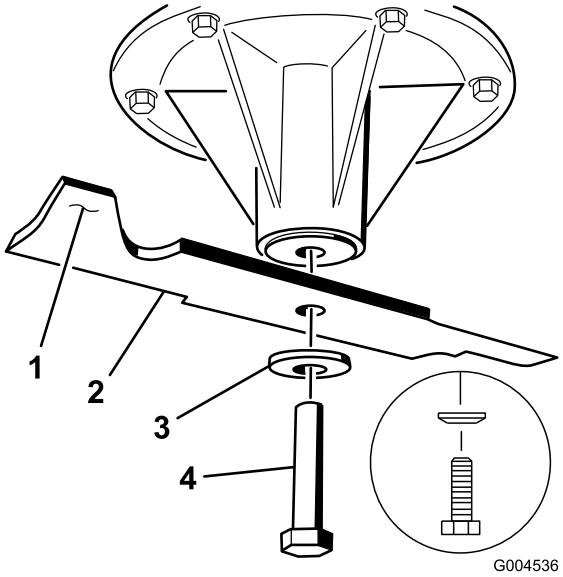

Figura 63
2. En carcasas de corte de 48 pulgadas, retire el perno de la cuchilla, la arandela curva y la cuchilla del eje (Figura 63).
Nota: Si la cuchilla se mantiene horizontal, está equilibrada y puede utilizarse. Si la cuchilla no está equilibrada, rebaje algo el metal en la parte de la vela solamente (Figura 63).
1. Instale la cuchilla en el eje (Figura 63).
Importante: La vela de la cuchilla debe apuntar hacia arriba y hacia el interior del cortacésped para asegurar un corte correcto (Figura 63).
2. En carcasas de cortacésped de 48 pulgadas, instale la cuchilla, la arandela curva y el perno de la cuchilla (Figura 63).